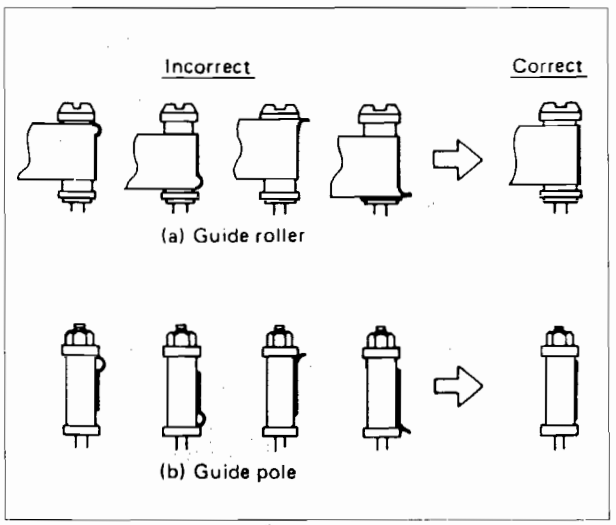

Fig. 2-5-7
8) After adjustment, confirm that the tape wrinkling does not occur at the roller upper or lower limits, as in Fig. 2-5-7.